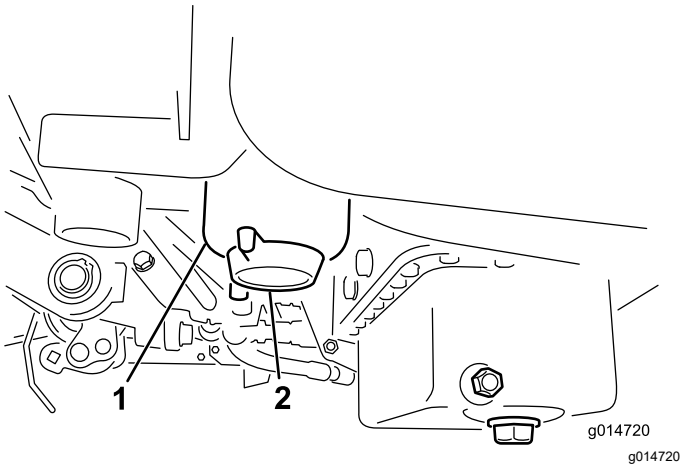

Figur 34
3. Åbn aftapningsproppen på brændstoffilteret ca. en omgang, og aftap eventuelt ansamlet vand (Figur 34).